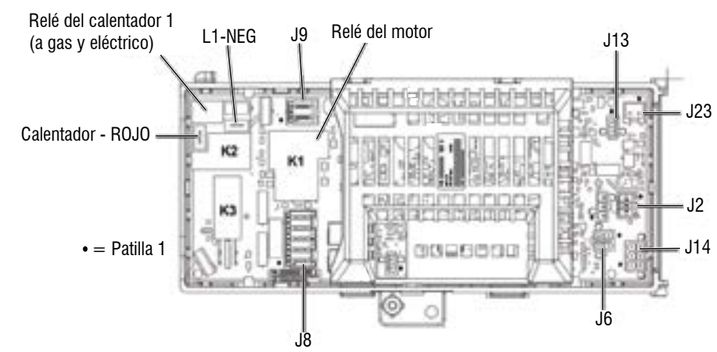
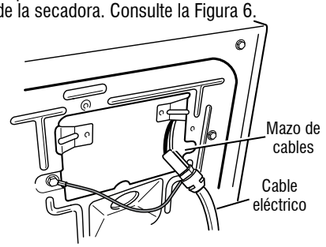
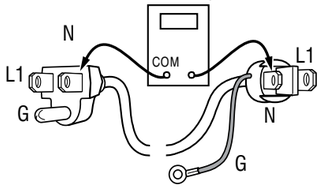

Figura 2: Control principal (ACU)
Figura 6: Conexión del mazo del cable eléctrico al mazo para secadoras a gas
Figura 7: Terminales del cable eléctrico, secadora a gas
5. VCA del ACU: con un voltímetro configurado para CA, conecte la sonda negra a J8-3 (Neutro) y la sonda roja a J9-2 (L1) (consulte la Figura 2).
2. Retire la placa de la cubierta de la esquina superior derecha posterior de la secadora. Consulte la Figura 6.
3. Compruebe que el cable eléctrico esté conectado con firmeza al mazo de cables de la secadora. Consulte la Figura 6.
5. Con un ohmímetro, verifique la continuidad entre el terminal neutro (N) del enchufe y J8-3 (cable blanco) en el ACU. La parte izquierda de la Figura 7 muestra la posición del terminal neutro (N) en el enchufe del cable eléctrico. Consulte además la Figura 2.
- Si no hay continuidad, desconecte el cable blanco del mazo principal del cable eléctrico en la ubicación indicada en la Figura 6. Compruebe la continuidad del hilo neutro del cable eléctrico, como se indica en la Figura 7. Si se encuentra un circuito abierto, reemplace el cable eléctrico. De lo contrario, continúe en el paso 6.
- Si no hay continuidad, verifique la continuidad del cable eléctrico de forma similar a la indicada en la Figura 7, pero para el hilo L1 del cable eléctrico.